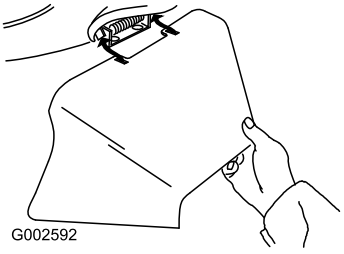

Figur 32
3. Monter sideudblæsningsrøret, og fæld pladen ned på røret (Figur 32).